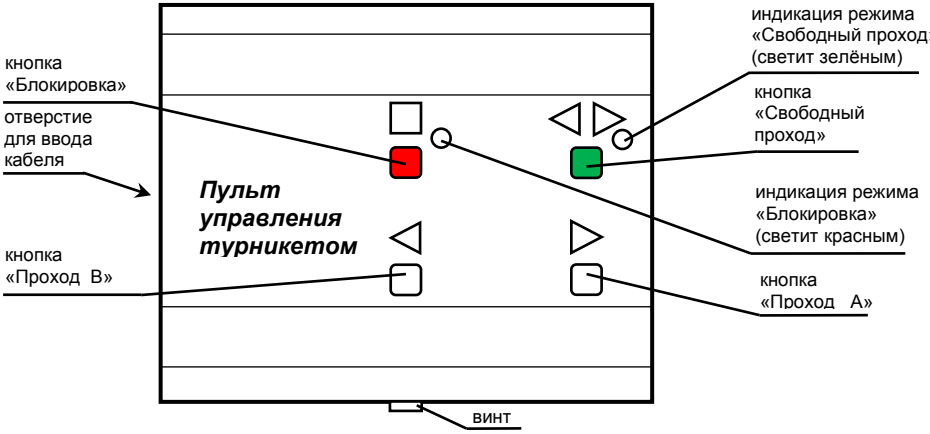
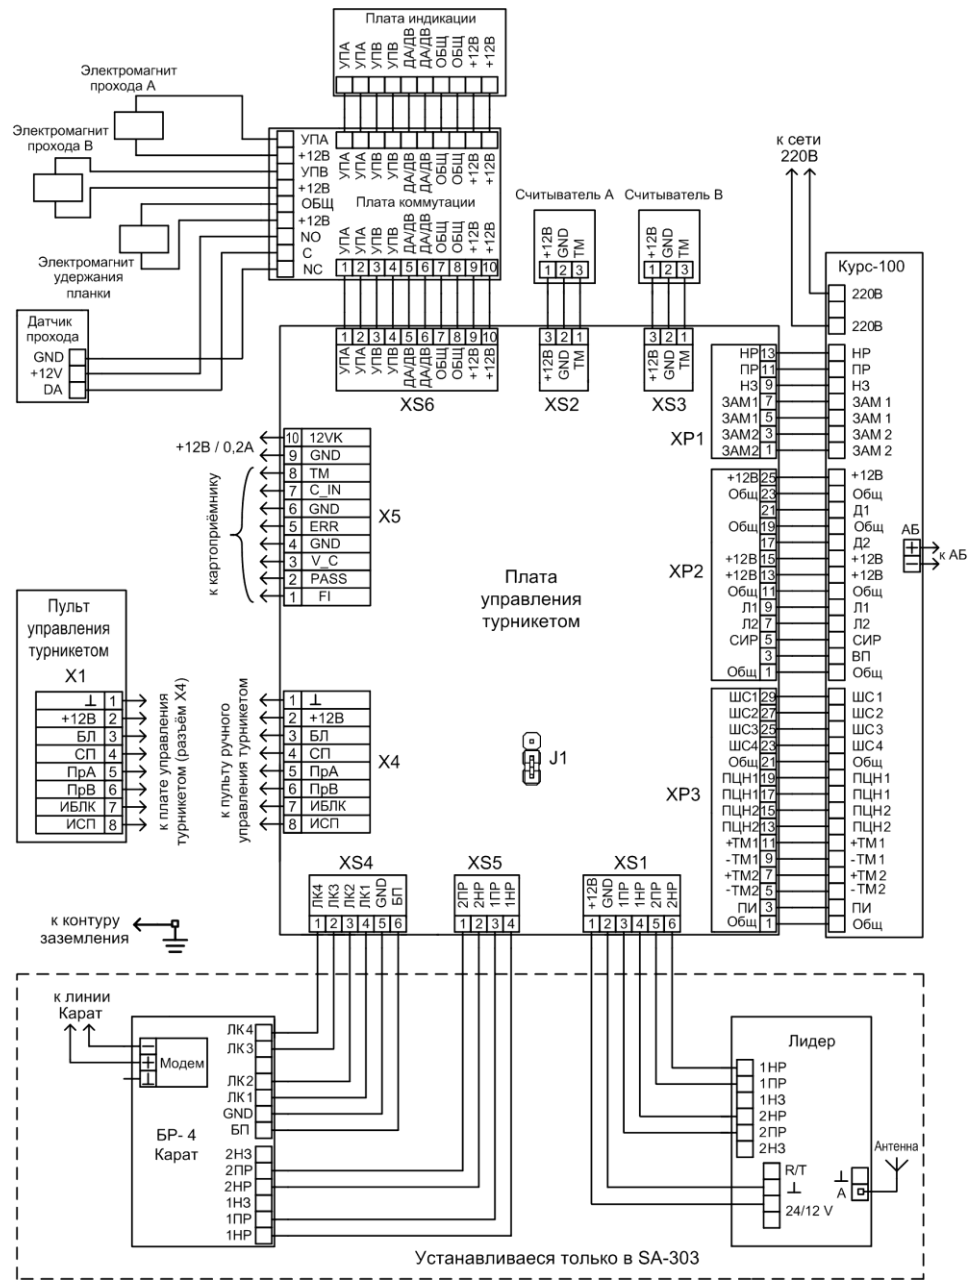

Рис.2 Внешний вид пульта управления
Рис.8 Схема электрическая соединений
Пульт управления турникетом (рис.2) предназначен для ручного дистанционного управления турникетом. Имеет четыре кнопки для включения (отключения) следующих режимов турникета:
Нажатое положение кнопок «◄►» и «■» индицируется соответствующими светодиодами на пульте управления (рис.2).
- подключите кабель пульта управления к клеммнику Х4 платы управления турникетом и к клеммнику пульта (выкрутите винт – рис.2, снимите крышку, на крышке пульта расположена плата с клеммником, проденьте кабель в отверстие, подключите кабель согласно схеме подключения – рис.8, зафиксируйте кабель хомутом, соберите пульт);
- в режиме «Ожидания» нажмите на кнопку «►» («Проход А») (рис.2). На индикаторе состояния засветится зелёная стрелка – разрешен однократный проход, проверните планки по направлению стрелки. После проворота засветится красный крестик – турникет снова в режиме «Ожидания»;